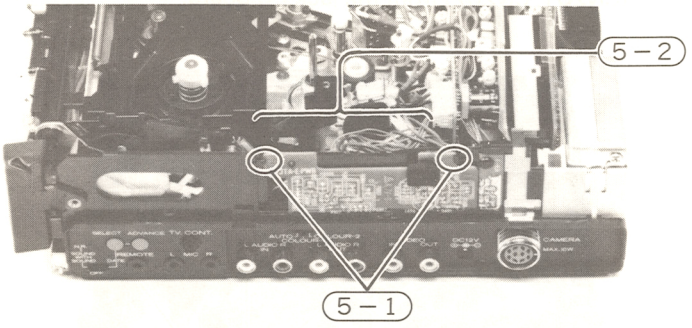

**Fig. 14 Wiring III PC Board**
**5. Wiring (III) PC Board (Fig. 14)**